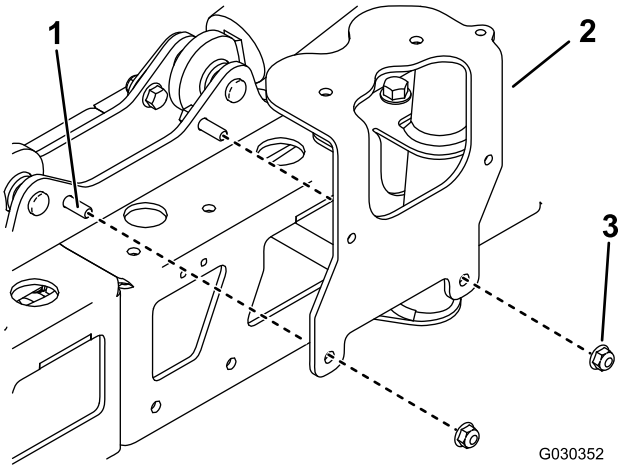

Figur 4
7. Monter ventilmonteringsbeslaget ved hjælp af de to bolte (5/16 x 1 tomme) og to låsemøtrikker (5/16 tomme), som du fjernede tidligere (Figur 4).